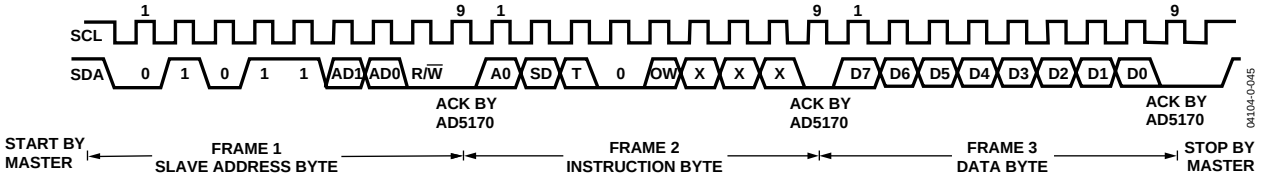
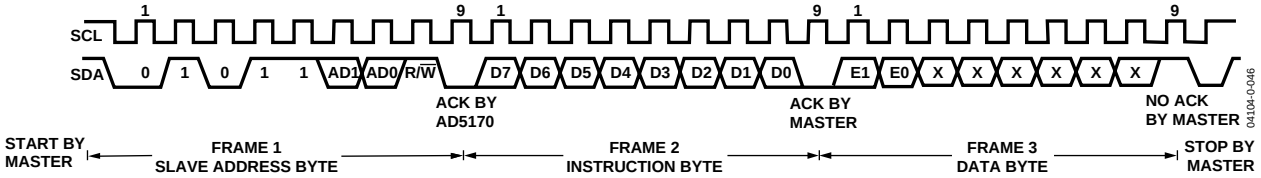

Figure 45. Writing to the RDAC Register
Figure 46. Reading Data from the RDAC Register
1. The master initiates data transfer by establishing a START condition, which is when a high-to-low transition on the SDA line occurs while SCL is high (see Figure 45). The following byte is the slave address byte, which consists of the slave address followed by an R/$\overline{W}$ bit (this bit determines whether data is read from or written to the slave device). AD0 and AD1 are configurable address bits which allow up to four devices on one bus (see Table 7).
The remainder of the bits in the instruction byte are don't cares (see Figure 45).
3. In the read mode, the data byte follows immediately after the acknowledgment of the slave address byte. Data is transmitted over the serial bus in sequences of nine clock pulses (a slight difference from the write mode, with eight data bits followed by an acknowledge bit). Similarly, the transitions on the SDA line must occur during the low period of SCL and remain stable during the high period of SCL (see Figure 46).
Following the data byte, the validation byte contains two validation bits, E0 and E1. These bits signify the status of the one-time programming (see Figure 46).
4. After all data bits have been read or written, a STOP condition is established by the master. A STOP condition is defined as a low-to-high transition on the SDA line while SCL is high. In write mode, the master pulls the SDA line high during the 10th clock pulse to establish a STOP condition (see Figure 45). In read mode, the master issues a No Acknowledge for the 9th clock pulse (i.e., the SDA line remains high). The master then brings the SDA line low before the 10th clock pulse, which goes high to establish a STOP condition (see Figure 46).